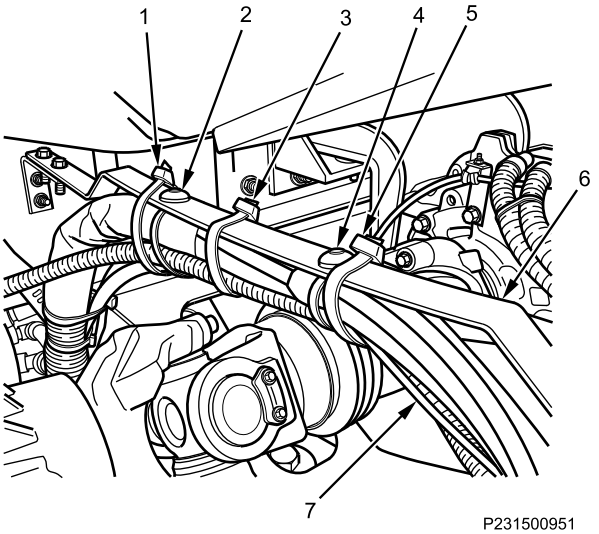

Figure 10. Harness Support Bracket.
11. Install new cable lock straps (Figure 10, Item 1 through 5) on harness support bracket (Figure 10, Item 6) and harness bundle (Figure 10, Item 7).